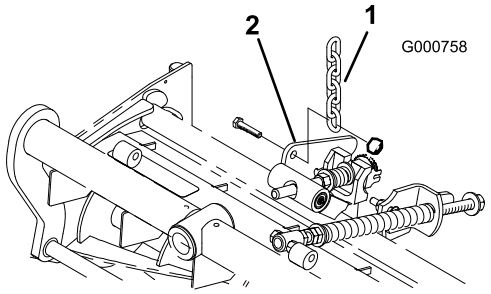

Bild 6
12. Nehmen Sie die Mutter ab, mit der die Befestigungshalterung der Rasenflächenausgleichsfeder am Stabilisierungsohr des Mähwerks befestigt ist (Bild 6). Setzen Sie die Kippkette auf die Kopfschraube und befestigen Sie sie mit der abgenommenen Mutter.